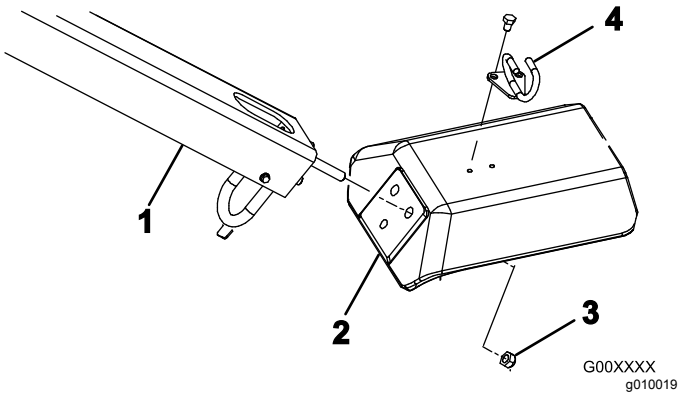

Figuur 4
2. Steek de montagetapeinden in de openingen in de vork (Figuur 4).
3. Bevestig de tapeinden aan de vork (Figuur 4) met 3 borgmoeren (½").
5. Monteer de kabelgeleider aan de bovenzijde van de vork (Figuur 4) met 2 bouten (5/16" x ½").